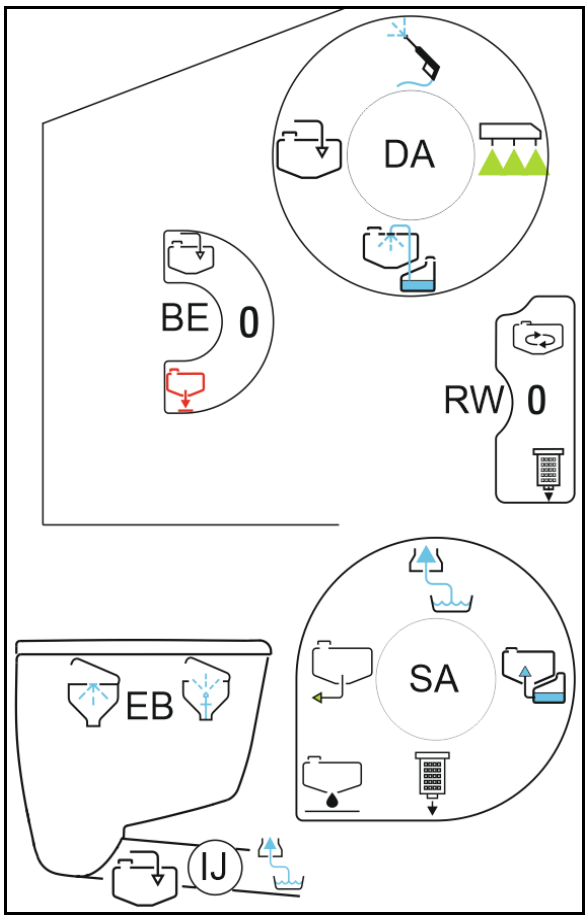

図 114
5. 吸引フィルターのカバーを外します（**図 114**/2）。
6. 吸引フィルターの解放バルブを操作します（**図 114**/1）。
7. 吸引フィルター付きカバー（**図 114**/3）を取り外し、水で清掃します。